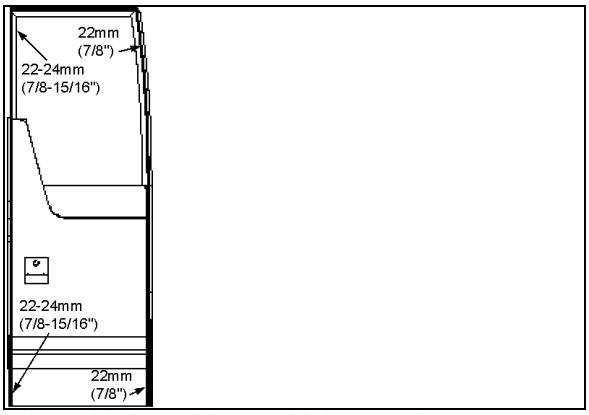

**FIGURE 33: SEAL COMPRESSION ADJUSTMENT** 18632
2. From the outside of vehicle, insert a straight edge in the gap along the door outside perimeter. Measure the distance between the door frame and the door outside surface at the door four corners (refer to Figure 33).